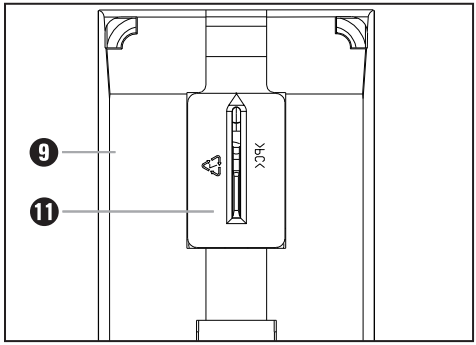

Rys. 1: Montaż ochrony przed rozerwaniem
- Wciśnij ochronę przed rozerwaniem ⓫ od dołu w stopę ślizgową ❾, aż się wyraźnie zatrzaśnie (strzałka do góry). Zaznaczenie ▲ ochrony przed rozerwaniem ⓫ wskazuje w stronę przodu urządzenia (patrz też rys. 1).